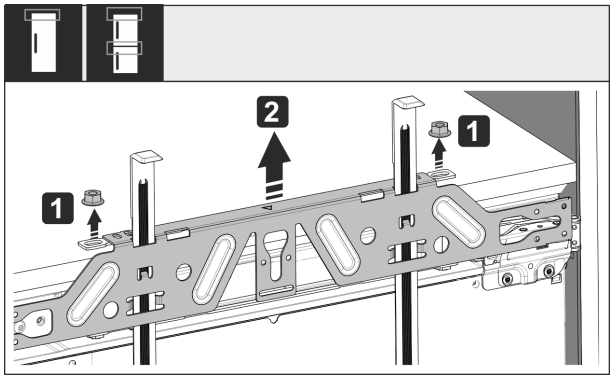

Fig. 49
▶ Loosen locknuts *Fig. 49 (1)*.
▶ Remove crosspiece *Fig. 49 (2)*.